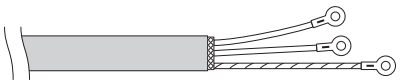

Abb. 4-12
(4) Die Signalleiter und die in Schritt (2) isolierten Schirmdrähte mit Ringklemmen versehen. (Abb. 4-12)